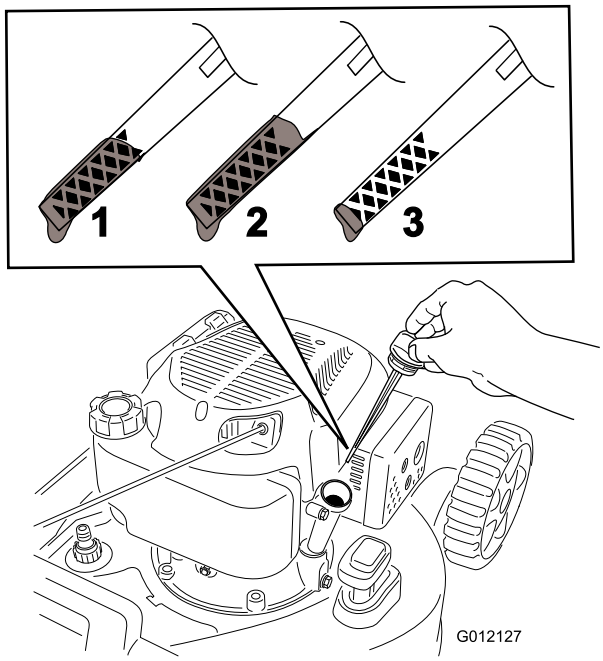

Figuur 21
9. Haal de peilstok eruit en controleer het oliepeil (Figuur 21).